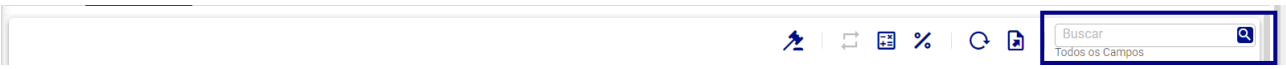

Figura 366: Campo de Busca
- **Campos de Busca (Figura 366):** Possibilita localizar registros específicos no painel superior.